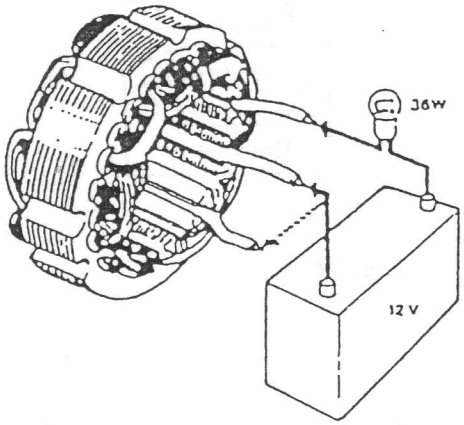

Fig. 10.33
1. Compruebe la continuidad de los devanados del estator, conectando dos uniones cualquiera del devanado en serie con una bateria de 12 voltios y una lámpara de prueba de 36 vatios, como mínimo. (Fig. 10.33)